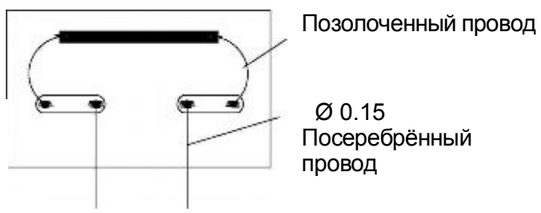

Рис. 8-1
- D: 0: Без выводных проводников; 2: См.рис. 8-1; 3: См.рис. 8-2; 2-D: См.рис. 8-1, нет посеребрённых проводов, пропаянные контактные площадки; 3-D: См.рис. 8-2, нет посеребрённых проводов, пропаянные контактные площадки